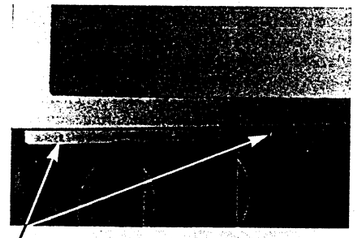

Fig.1
2- Rimuovere le viti di fissaggio degli schermi (1) nella parte bassa del pannello frontale (Fig1)
2- Rimuovere le viti di fissaggio degli schermi 1 nella parte bassa del pannello frontale(Fig1)
2 – Quitar los tornillos (1) que sujetan la pantalla al frontal en la parte baja del marco (Fig.1)
3. Remove the four lens torx securing screws (Fig. 1) and carefully remove the lens assembly (note the orientation of the lens with respect to the tube). If you are replacing more than one tube, please ensure that the lens assembly fitted to the original tube is fitted to the replacement tube, this is necessary in order to avoid time consuming optical readjustments.